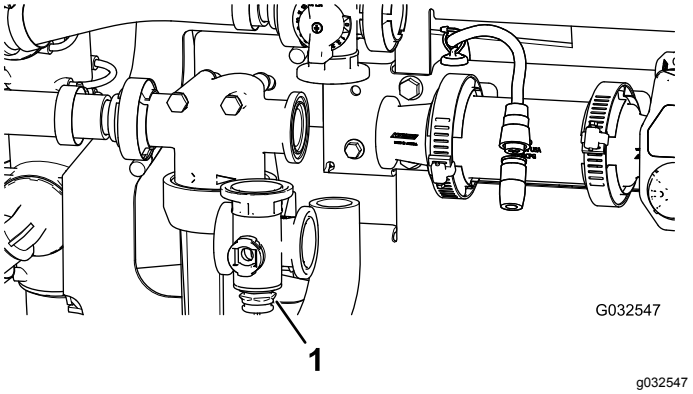

Рисунок 107
2. Снимите коллектор клапана перемешивания с машины (Рисунок 107).